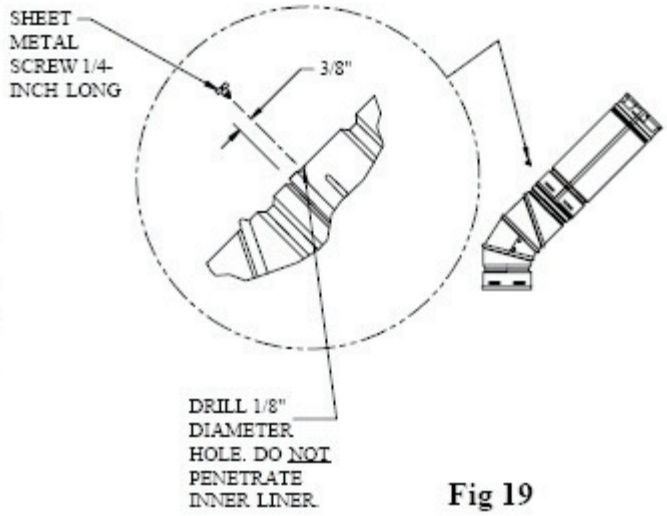

Fig 19
2. **Connections.** In addition to twist locking the elbows, the connection may be further secured by using sheet metal screws at the joint where the male and female parts overlap, provided that the screws do not penetrate the inner liner as shown in Figure 19. One screw per joint is normally sufficient. Use #8 Pan Head sheet metal screws which are no longer than 1/4 inch. Liberal use of **Wall Straps** for additional support is recommended. Do not allow the weight of the offsetting pipe to bear down on lower elbow.